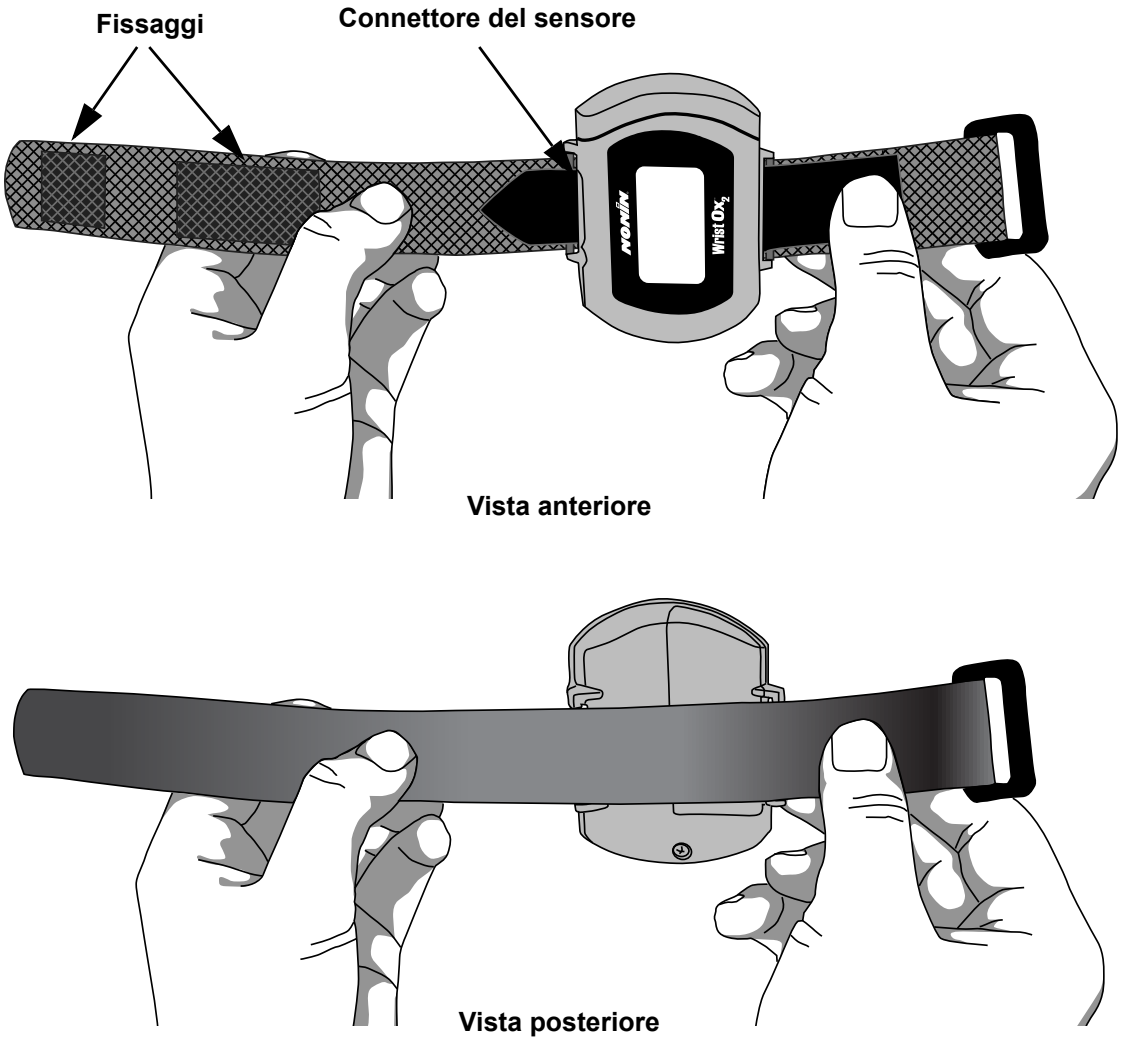

Figura 9: Dispositivo con cinturino multiuso collegato (viste anteriore e posteriore)
Le figure 7 e 8 illustrano come collegare il cinturino multiuso al dispositivo. In figura 9 è riportata la vista anteriore e quella posteriore del cinturino collegato.
1. Verificare che il cinturino sia stato collegato correttamente al dispositivo (figura 9). Se non è collegato, fare riferimento alla sezione "Collegamento del cinturino".